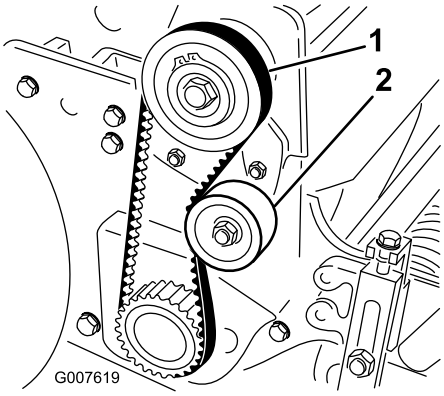

Figuur 35
2. Controleer de spanning door de riem midden tussen de poelies (Figuur 35) in te drukken met een kracht van 18 tot 22 N. De riem moet een speling van 6 mm hebben.
A. Maak de montagemoer van de spanpoelie los en draai de spanpoelie rechtsom tegen de achterzijde van de riem totdat de riem de vereiste spanning heeft (Figuur 35).